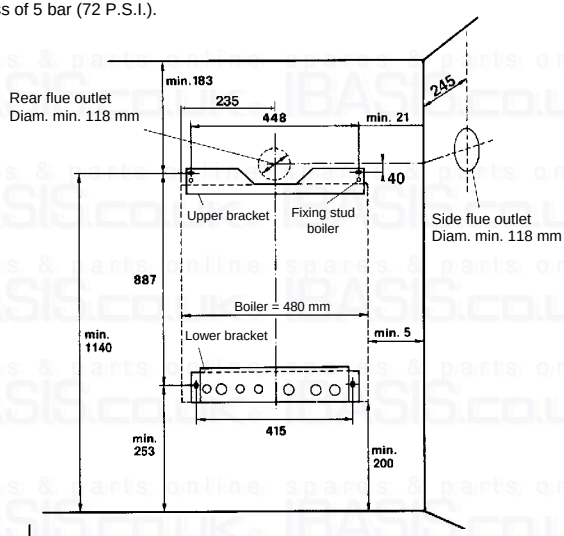

Fig. 10
2.1 Select the boiler location carefully ensure that all requirements given in previous text are satisfied. Fig. 10 will also give guidance to fixing dimensions.
3.1 Select the boiler location carefully ensuring that all the requirements given in previous text are satisfied. Fig. 10 will aso give guidance.